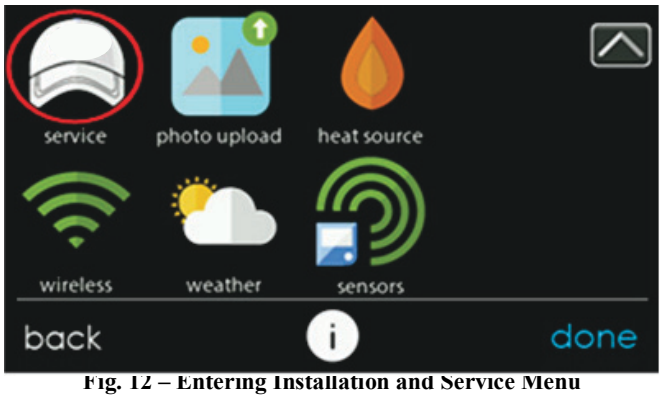
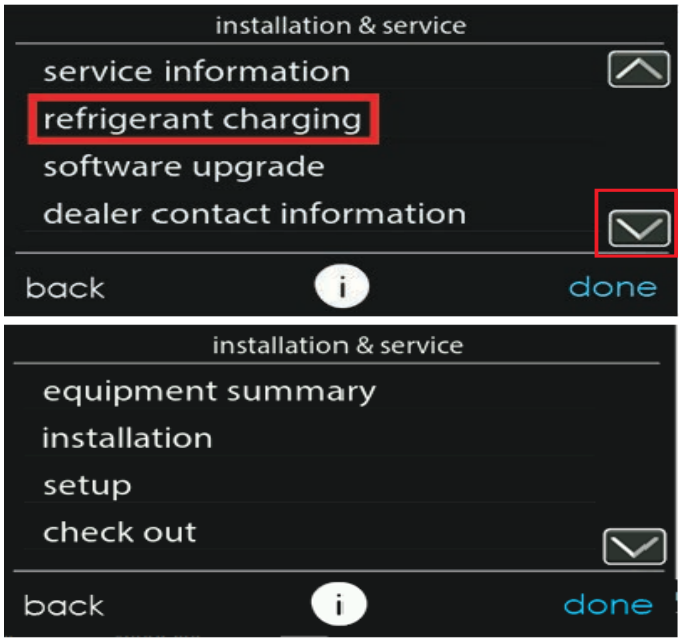
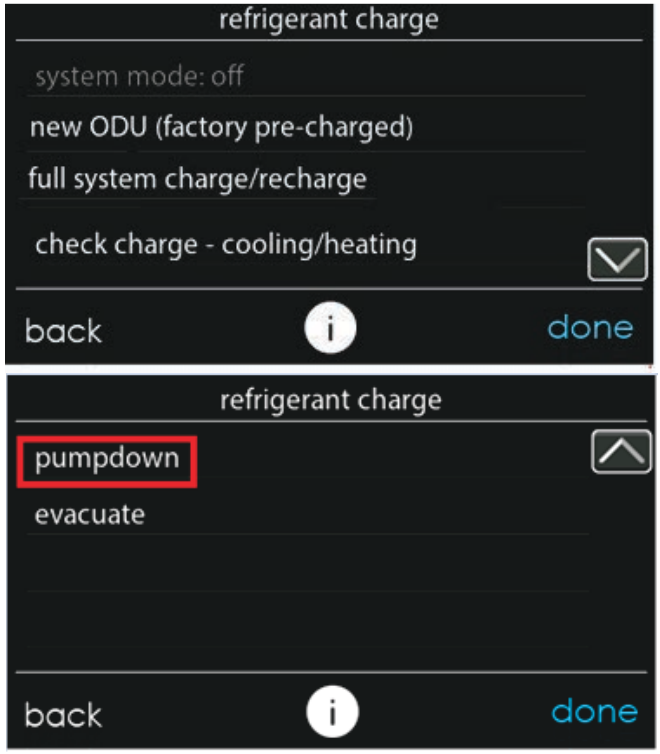

Fig. 12 – Entering Installation and Service Menu
Fig. 13 – Installation and Service Menu
Fig. 24 – Pump Down and Evacuation Selection
5. Navigate to the "Installation and Service menu" by performing a long press on the service icon from the main screen (see Fig. 12). Once in the "Installation and Service" menu, select "Refrigerant Charging" (see Fig. 13).
2. In the "installation and service" menu of the Ion™ Black System Control (see Fig. 12), go to "refrigerant charging" and then "pump down" (see Fig. 13 and Fig. 24).